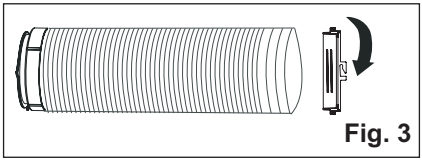

Fig. 3
2. Extend the other side of the hose and screw it to adaptor B (Fig. 3).